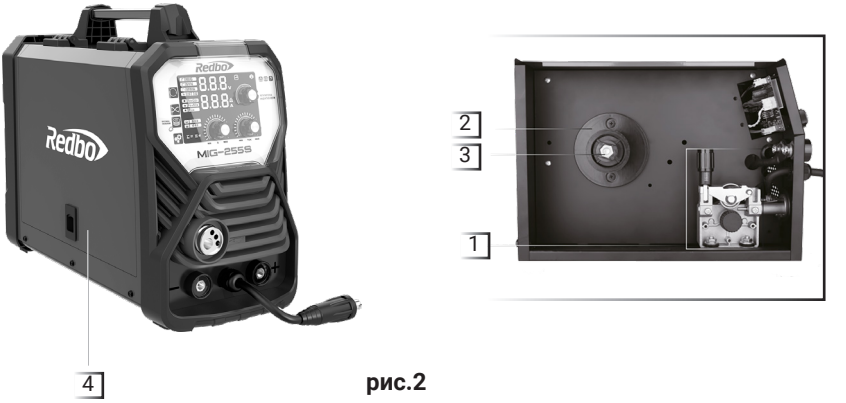
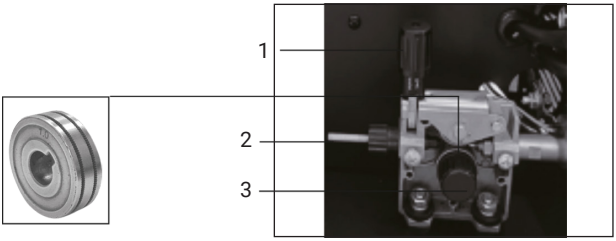

рис.2
рис.4
Сварочный инвертор выполнен в металлическом корпусе с вентиляционными отверстиями и снабжен вентилятором охлаждения для отведения излишнего тепла. На боковой панели расположен механизм подачи сварочной проволоки (рис.2 поз.1), шкив (рис.2 поз.2) и фиксатор шкива (рис.2 поз.3), скрытый под внешней крышкой (рис.2 поз.4) отсека подающего механизма.
12. Установите катушку с сварочной проволокой на шкиф (рис.2 поз. 2) так, чтобы при подаче проволоки катушка вращалась против часовой стрелки, для этого необходимо открутить фиксатор шкива (рис.2 поз.1), установить катушку и зафиксировать ее в обратной последовательности, после чего пропустите сварочную проволоку в механизм подачи (рис. 4):
- открутите фиксатор изменения усилия зажатия (рис.4 поз.1) и откройте прижимной механизм подачи проволоки, отведя его вверх;
- проверьте, чтобы размер канавки ролика на прижимном механизме соответствовал диаметру используемой сварочной проволоки, при необходимости поменяйте положение ролика, открутив фиксатор ролика (рис. 4 поз.3) против часовой стрелки;
- пропустите проволоку внутри направляющей трубки (рис.4 поз.2) и дальше в механизм подачи;
- опустите прижимной механизм и установите необходимое усилие прижима ролика поворотом фиксатора (рис.4 поз.1);